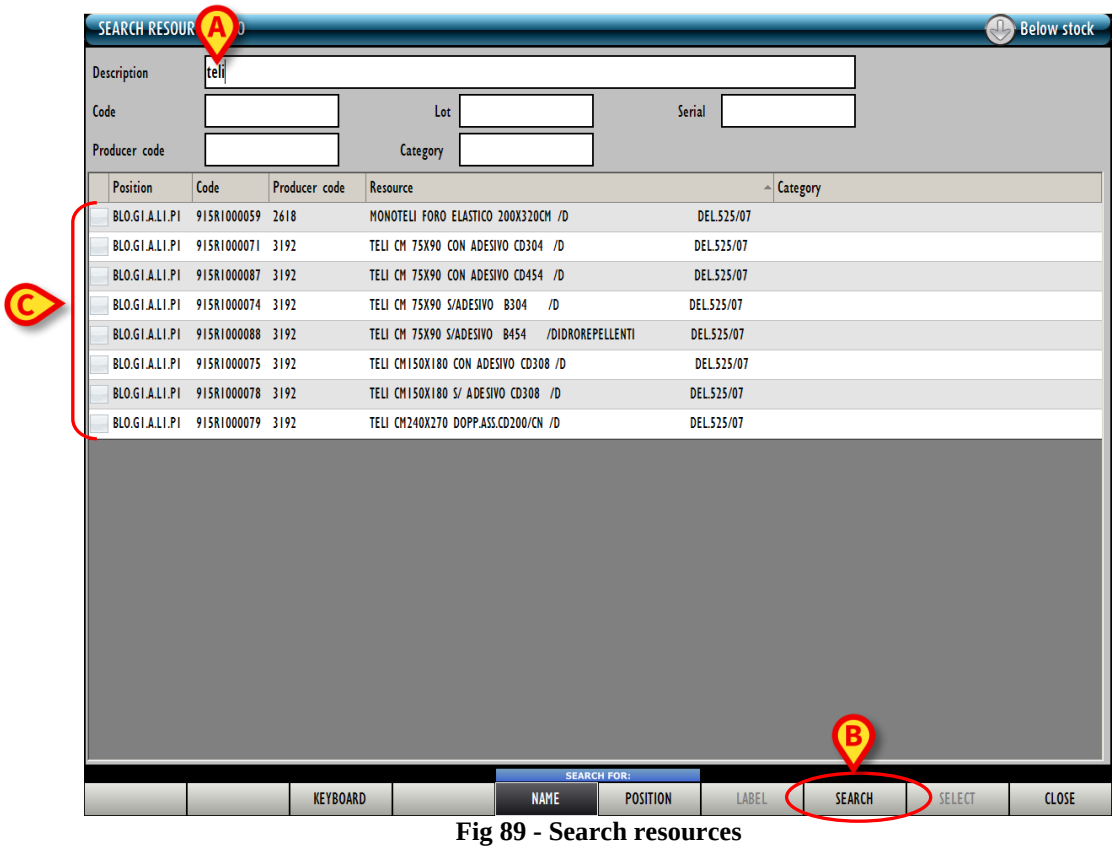

Fig 89 - Search resources
Use the **Search** button to access the system’s search functionalities (described in paragraph 22). Click this button to open the screen shown in Fig 89.
The “Search” screen opens (Fig 89). The screen is described in paragraph 22.
- Insert the available information on the resource in the search fields (Fig 89 **A**).
- Click the **Search** button on the command bar (Fig 89 **B**).
The list of resources corresponding to the information specified is displayed on screen (Fig 89 **C**).